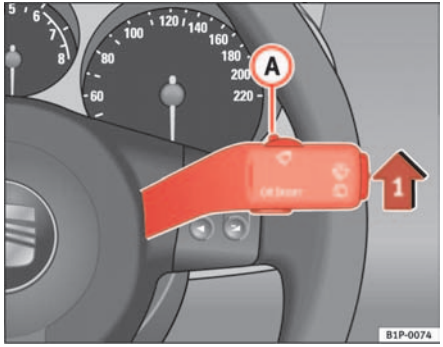

Fig. 88 Windscreen wiper lever
– Move the windscreen wiper lever into position (1) ⇒ fig. 88
– Move the control (A) to the left or right to set the sensitivity of the rain sensor. Switch to the right - high sensitivity. Switch to the right - low sensitivity